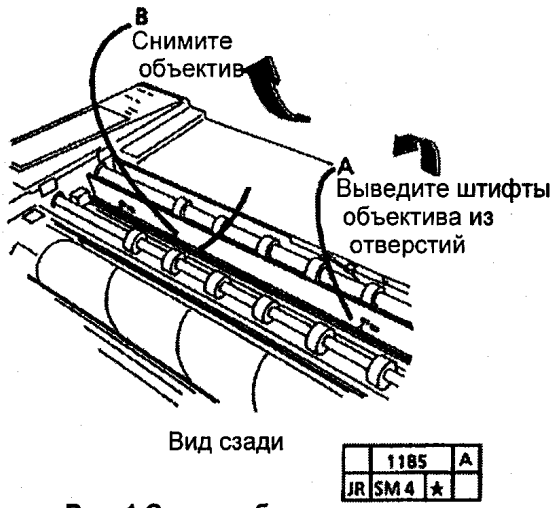

Рис. 1 Снятие объектива
5. (РИС. 1): СНИМИТЕ ОБЪЕКТИВ.